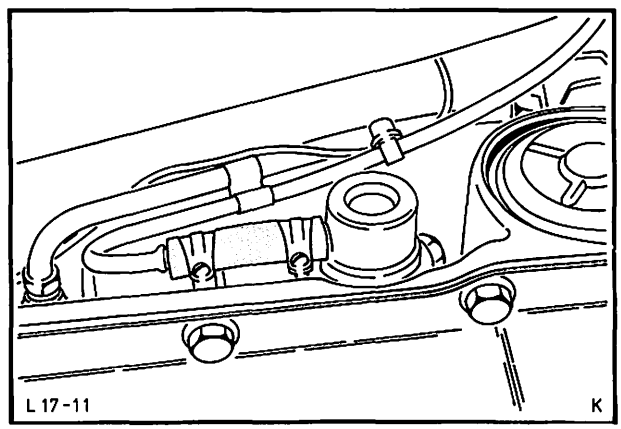

Abb. 22 Vacuummembrane
10. Unterdruckleitung von der Vacuummembrane abschließen. Abb. 22.